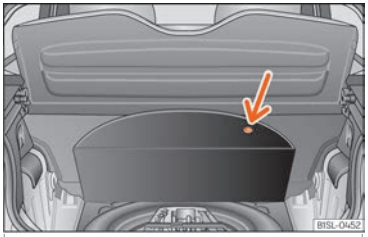

Fig. 78 In the boot: carpet raised.
The vehicle tool kit, spare wheel, temporary spare wheel and the tyre mobility set are stored in the luggage compartment under the carpeted floor panel ››› Fig. 78.
- Raise the carpet at the recess (arrow) ››› Fig. 78.